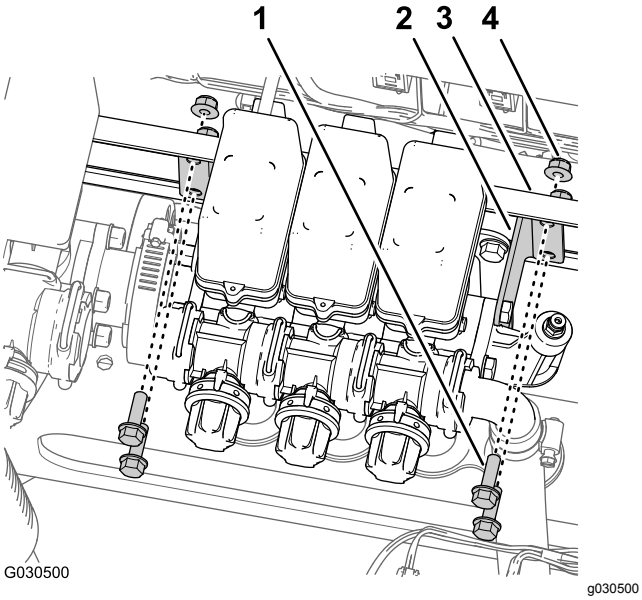

Figur 63
5. Fjern de fire flangehovedbolte (5/16 x 1 tomme) og fire flangelåsemøtrikker (5/16 tomme), der fastgør monteringsbeslagene i hver ende af de tre bomsektionsventiler til manifoldbeslaget (Figur 63).